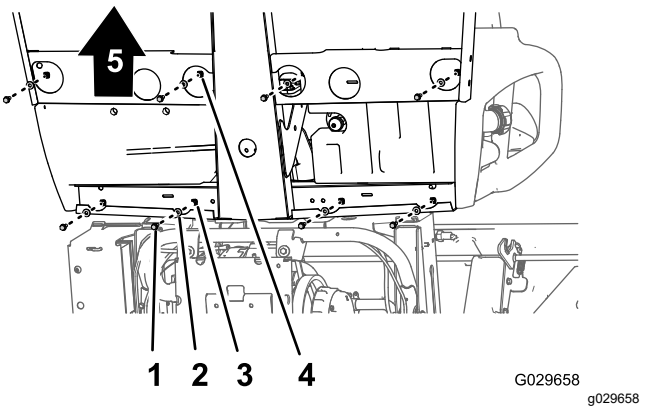
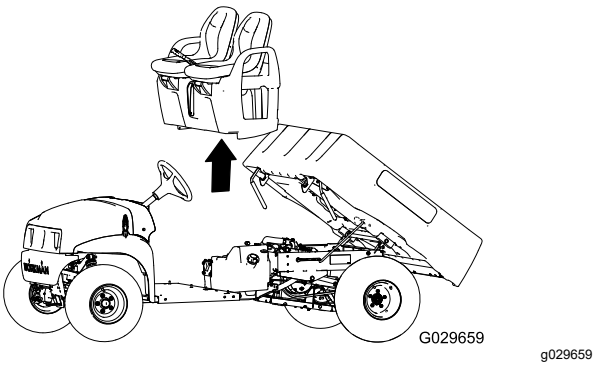

**Figur 41**
**Figur 42**
1. Fjern de otte flangehovedbolte og otte spændeskiver i bunden af maskinen, der fastgør sædesoklen til gulvpladen og kanalen i førerhusets bagende (Figur 41).
2. Løft forsigtigt sæderne, sædesoklen og parkeringsbremsens kabler af maskinen (Figur 41).
1. Løft sæderne og sædesoklen på maskinen og juster bremsekablerne i forhold til chassiset (Figur 41 og Figur 42).
2. Ret hullerne i sædesoklen ind efter hullerne i gulvpladen og kanalen i førerhusets bagende (Figur 42 og Figur 41).